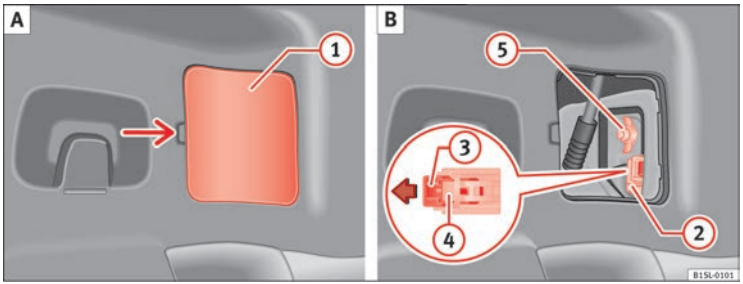

Fig. 156 Sur le côté du coffre : A : Démontez le couvercle B : Dépose des groupes optiques arrière.
3. Retirez soigneusement le cache (1) en faisant levier ⇒ fig. 156 **A**.
4. Tirez le verrouillage (3) sur le connecteur (2) dans le sens de la flèche ⇒ fig. 156 **B**. Pour cela, utilisez le tournevis de l'outillage de bord.
5. Appuyez sur le cran (4) et retirez le connecteur (2) ⇒ fig. 156 **B**.
6. Déposez l'écrou papillon (5) ⇒ fig. 156 **B**.
13. Fixez avec une main le feu arrière en position de montage et vissez fortement l'écrou papillon avec l'autre main (5) ⇒ fig. 156 **B**.
15. Insérez le connecteur (2) dans le support d'ampoule et appuyez sur le verrouillage (3) du connecteur dans le sens contraire à la flèche ⇒ fig. 156 **B**.